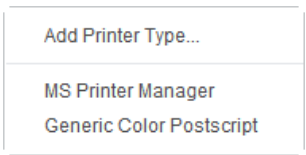

*Figure 2-43 **Commands and Settings** shortcut menu*
2. Choose the **Commands and Settings** button from this dialog box; a shortcut menu is displayed, as shown in Figure 2-43.